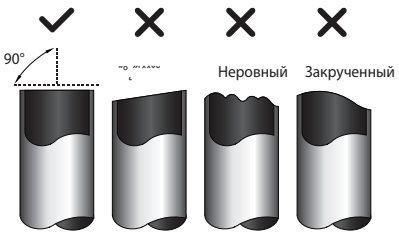

Рис. 5.1
3. Обеспечьте отрезание трубы строго под углом 90°. Примеры некорректно выполненной обрезки см. на ***рис. 5.1***.